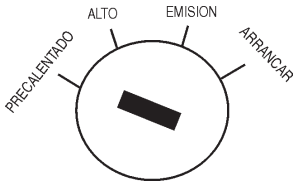

**Figura 44. Interruptor de arranque (Pre-calentamiento)**
7. Cuando arranque el generador en condiciones de clima **FRIO**, gire la ***llave de arranque*** a la posición de "**PRE CALENTAMIENTO**" (Figura 44).